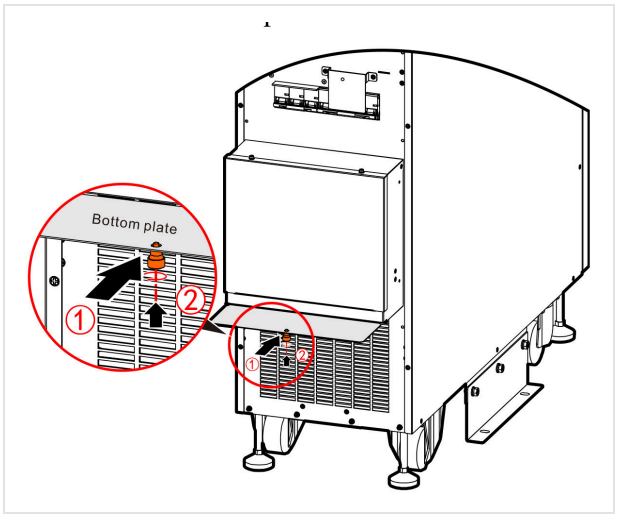

FIGURE 4-22 Refitting the bottom plate
3. Refit the bottom plate to the wiring box (Figure 4-22).